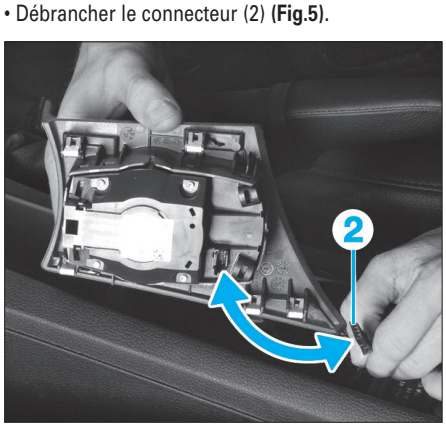

Fig. 5
• Débrancher le connecteur (2) **(Fig.5)**.